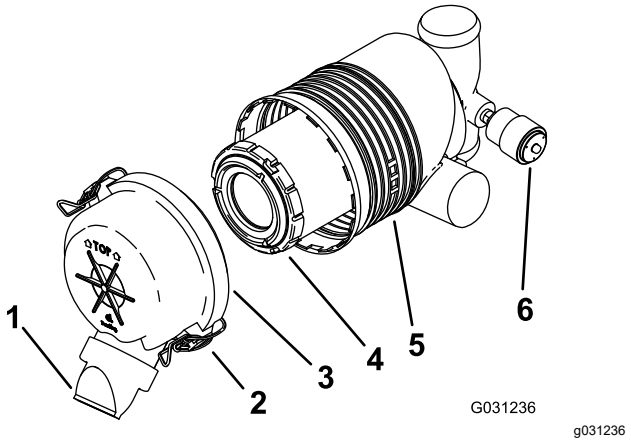

Figuur 32
Belangrijk: **Vervang het luchtfilter uitsluitend als de onderhoudsindicator rood is (Figuur 32). Als u het luchtfilter vervangt voordat dit nodig is, wordt de kans dat er vuil in de motor komt wanneer u het filter verwijdert alleen maar vergroot.**
5. Maak de sluitingen op het luchtfilter los en trek het luchtfilterdeksel van de luchtfilterbehuizing (Figuur 32).
- Als het onderhoudsindicator doorzichtig is, monteer dan het luchtfilterdeksel met de stofkap naar beneden gericht en maak de sluitingen vast (Figuur 32).
1. Schuif het filter voorzichtig uit de luchtfilterbehuizing (Figuur 32).
3. Monteer het filter voorzichtig (Figuur 32).
4. Monteer het luchtfilterdeksel met de stofkap naar beneden gericht en maak de sluitingen vast (Figuur 32).